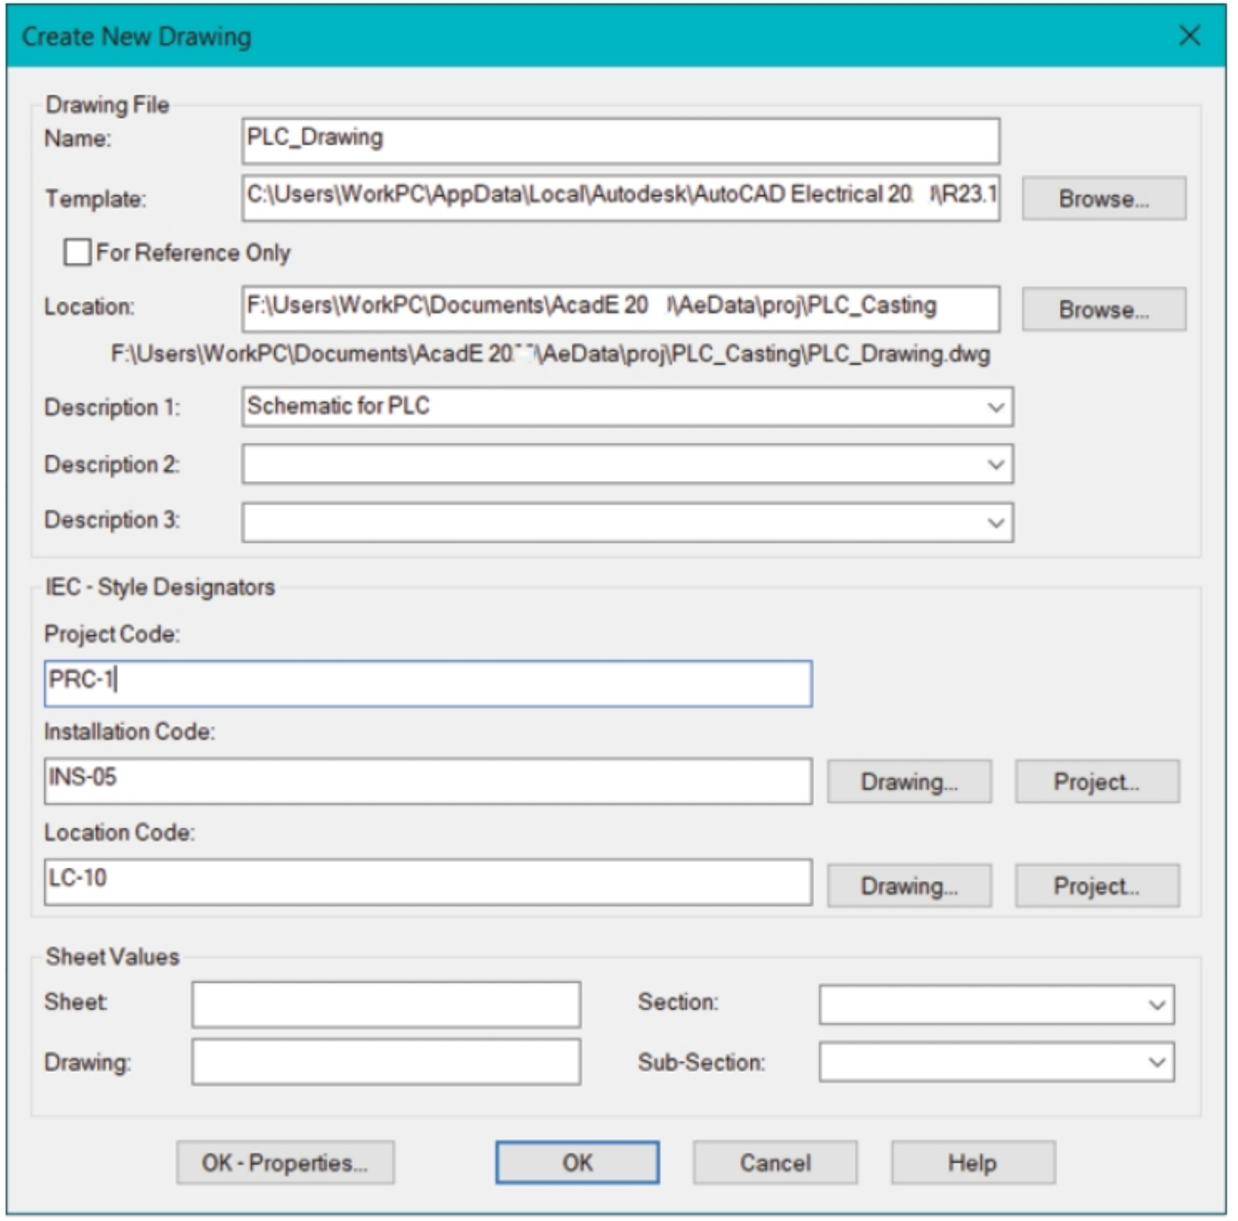

Figure-27. Parameters for new drawing
- Specify desired name and other parameters for the file; refer to Figure-27.